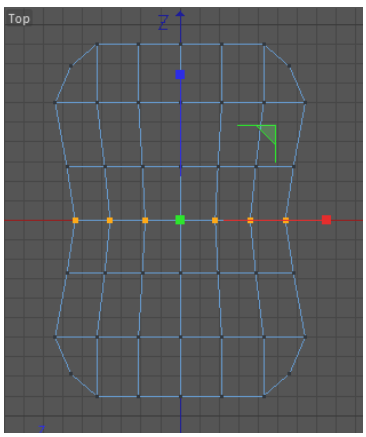

Figure 3-19 *Scaling the selected points of Computer mouse*
12. Scale the selected points inward in the Top viewport, as shown in Figure 3-19.